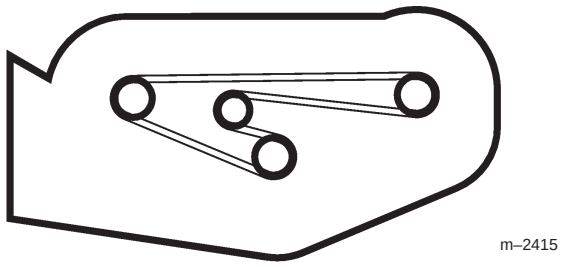

Figure 28
1. Mettre la nouvelle courroie en place sur les poulies de lame et le galet tendeur (Fig. 28).